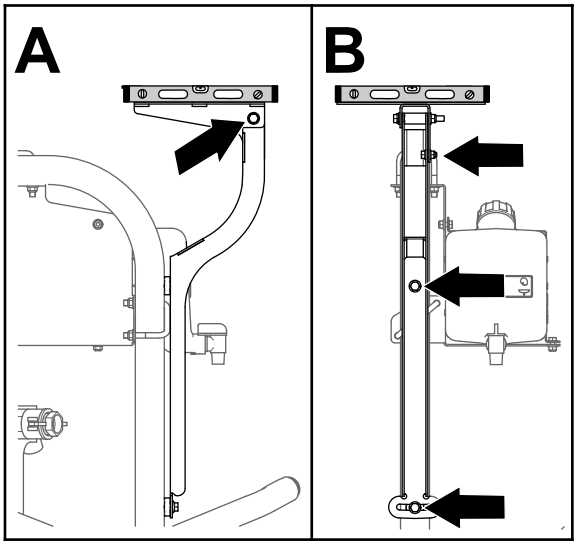

Figur 157
3. Niveller modtagerpladen venstre til højre (Figur 157).
5. Niveller modtagerpladen for til bag (Figur 157).